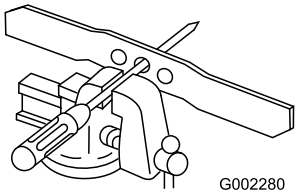

Figur 31
1. Kontrollera knivens balans genom att lägga den med det mittersta hålet över en spik eller en skruvmejsel som fästs horisontellt i ett skruvstäd (Figur 31).